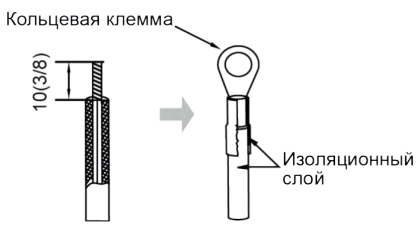

Рис. 14.
2. Подключение кабеля со скрученными жилами (как показано на рис. 14):